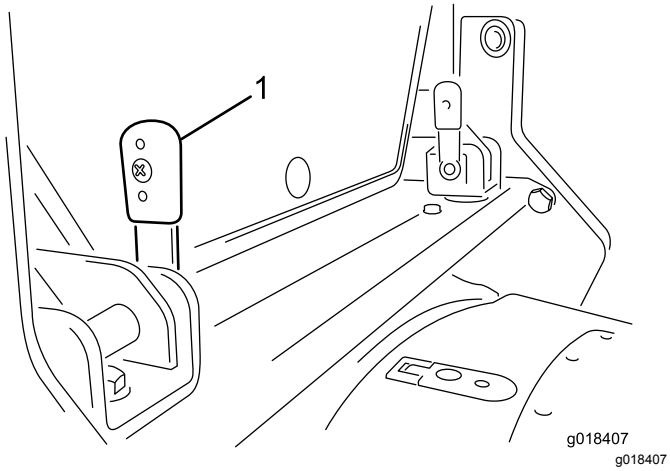

Figura 20
1. Retire los clips en R y gire las dos palancas de bloqueo situadas en el travesaño de la parte trasera de la cabina, de modo que apunten hacia arriba (Figura 20).
3. Con las palancas en la posición vertical (Figura 20), presione para introducirlas a través de los soportes.